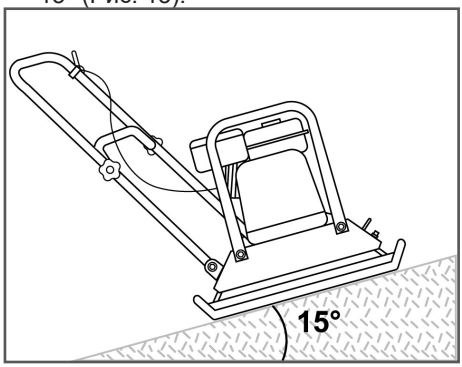

Рис. 13 Максимальный угол наклона виброплиты
10. Будьте предельно внимательны при работе на склонах. Максимальный угол наклона не должен превышать 15° (Рис. 13).